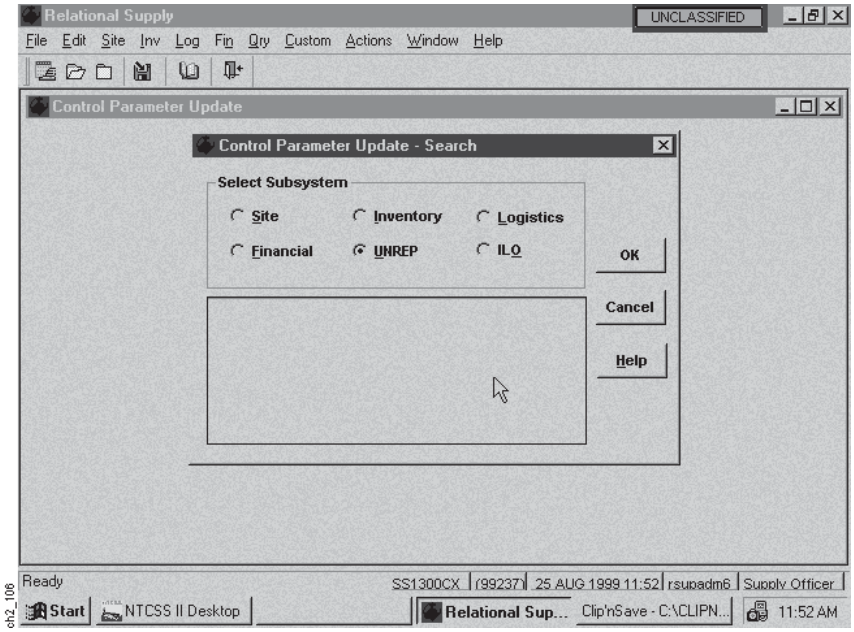

Figure 2-127
(2) Step 2. On the Control Parameter Update – Search Screen above (Figure 2-127), select one of the following options and then select the OK Option to continue: